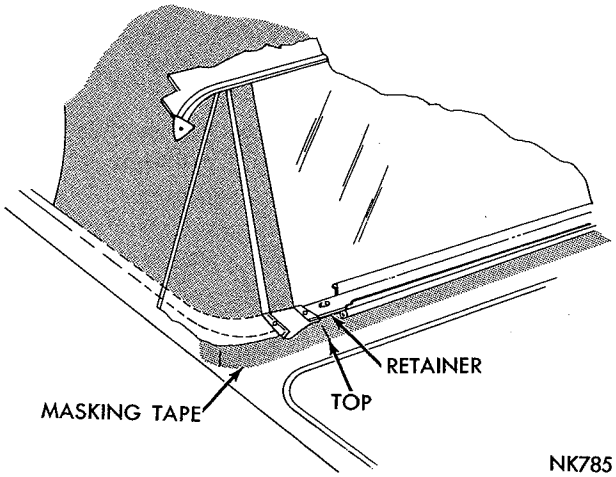

*Fig. 12—Marking Cover End Position*
(5) Mark location of top cover end at rear window on masking tape (Fig. 12).